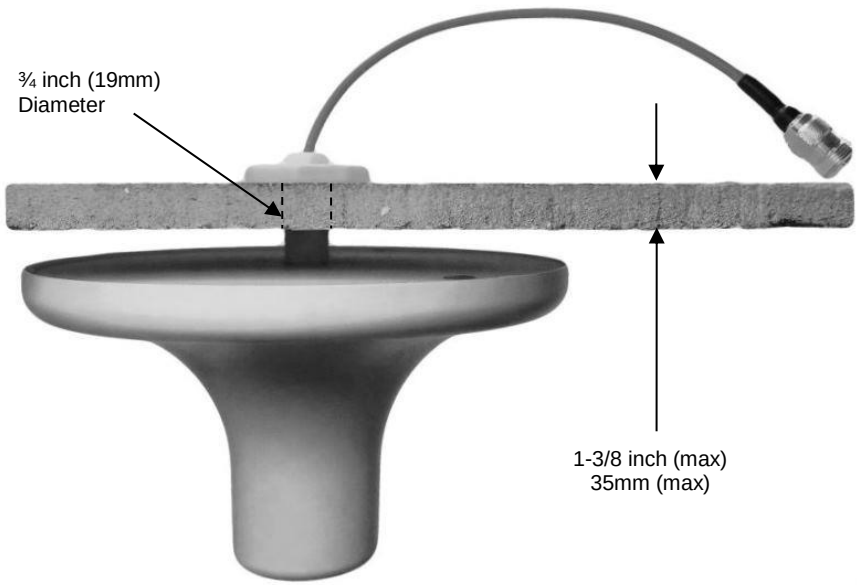

Figure 1
5. Insert the N Connector and cable through the mounting hole as shown in Fig. 1.